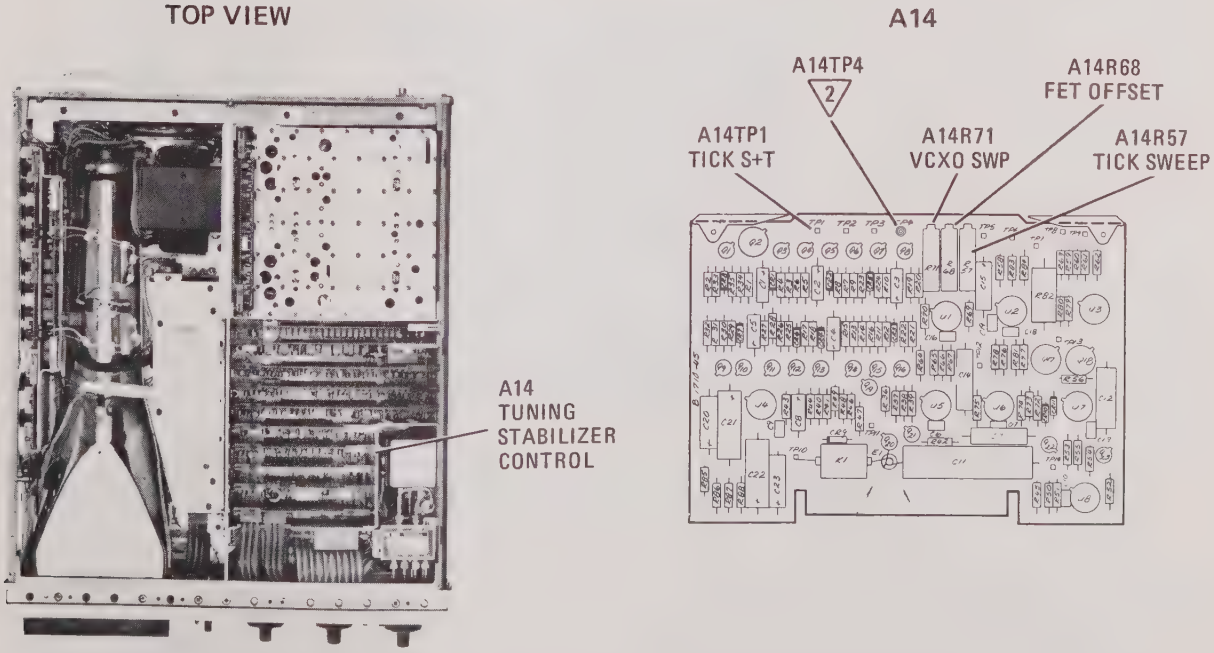

Figure 5-43. Tuning Stabilizer Control Adjustment Locations
d. Connect digital voltmeter across A14TP1 TICK S + T (high DVM input) and A14TP4 ⏚2 (low DVM input). (See Figure 5-43.)